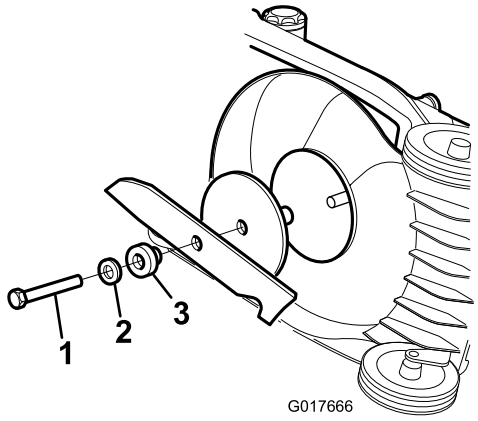

Bild 22
1. Fassen Sie das Ende des Messers mit einem stark wattierten Handschuh oder einem Lappen an (Bild 22).
Montieren Sie ein scharfes, ausgewuchtetes Messer und die Messerschraube. Die Windflügel müssen nach oben in Richtung Rasenmähergehäuse weisen. Ziehen Sie die Schnittmesserschraube auf 54 N-m (Bild 22).